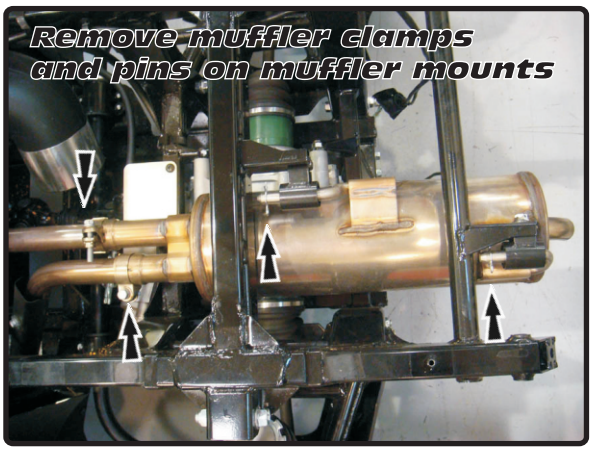

Fig 1
c) Loosen the two muffler clamps that connect the stock muffler to the tailpipe. (Fig. 1)